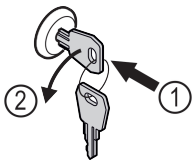

Fig. 205
▶ Introduceți cheia prin apăsare. *Fig. 205 (1)*
▶ Rotiți cheia cu 90° în sens invers acelor de ceasornic. *Fig. 205 (2)*